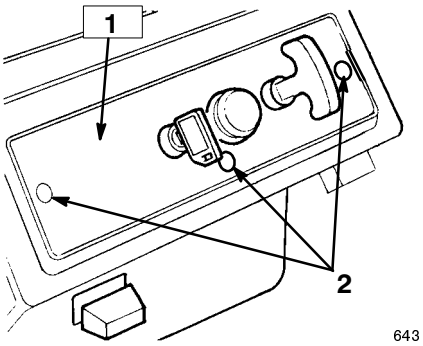

**Figur 19**
**3.** Ta bort de tre skruvarna som fäster reglageplåten till huset (figur 19).